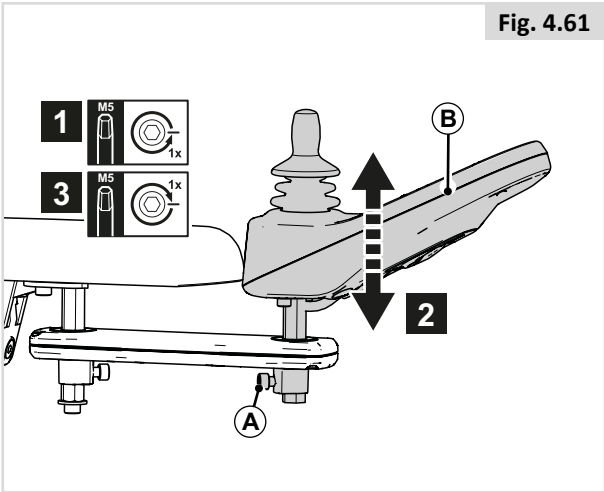

Fig. 4.61
Hoogte van de stuurkast (2) (fig. 4.61)
1. Draai (C) met één slag los.
2. Plaats (D) in de gewenste positie.
3. Draai vast (C).